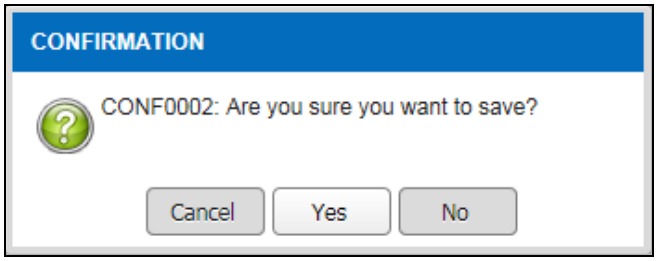

Figure 3.4.1-5 Confirmation Message
- *System will display an Confirmation message as displayed in Figure 3.4.1-5*